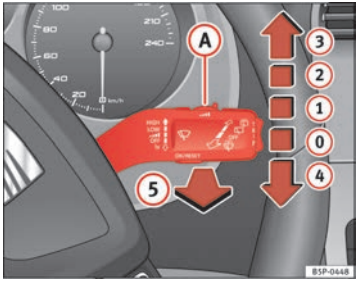

Fig. 86 Windscreen wiper and windscreen wash lever
The windscreen wiper lever ⇒ fig. 86 has the following positions:
- The next speed down will automatically be selected if speed ⇒ page 130, fig. 86 (2) or (3) is selected when the vehicle stops. The set speed will be resumed when the vehicle starts again